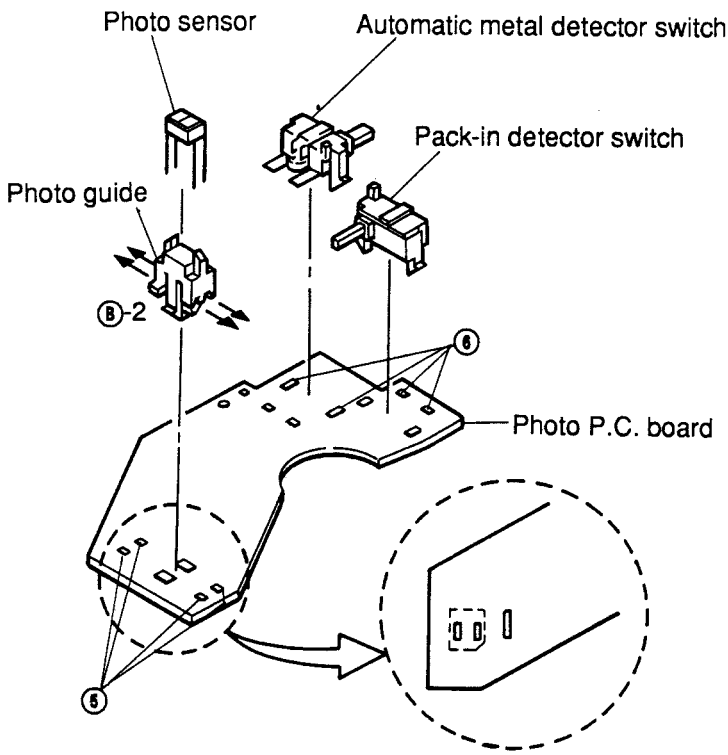

Figure 7
(1) Remove four solders ⑤ as shown in Figure 7.
(2) Remove the photo guide together with the photo sensor from the photo PC board as shown in Figure 7.
(3) Insert the new photo sensor into the photo guide, and bend the legs of the photo sensor in the direction marked Ⓑ-2 as shown in Figure 7.
(4) Insert the photo guide into the PC board and solder the legs so that the photo sensor is set as indicated by ⊡ in Figure 7.
(1) Remove 2 solders ⑥ with which the the switch is fixed as shown in Figure 7.